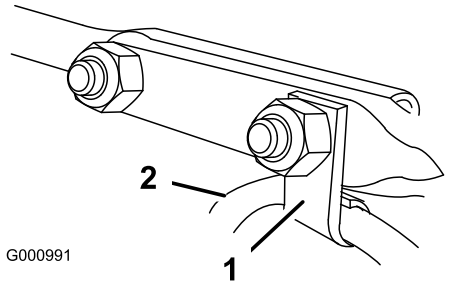

Figur 16
6. Montera kabelklämman som stödjer strålriktarkabeln på den främre vagnsbulten, och fäst vagnsbultarna med låsmuttrar från påsen med lösa delar (Figur 16).